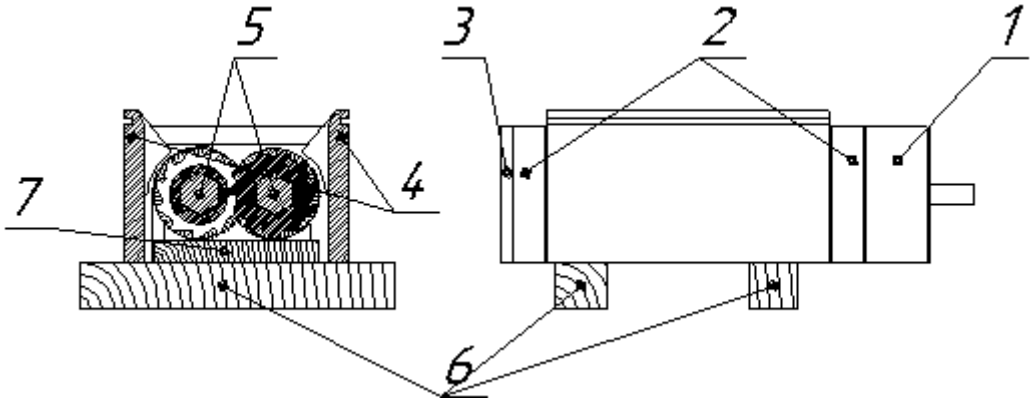

Рис. 3
5.2.8. Положите корпус измельчителя горизонтально, подложив при этом под боковые стенки корпуса деревянные бруски 6 и 7 (рис. 3). Брусок 7 сечение 30х30.
5.2.9. С помощью приспособлений снимите крышку верхнего подшипникового корпуса (1 рис. 3). Убедитесь в отсутствии в подкрышечном пространстве жидкости. Выкрутите пять винтов крепления крышки и корпуса масленки,
5.2.10. Открутите гайки крепления валов, предварительно выкрутив из них стопорные винты (отогнуть стопорное кольцо). Извлеките шпонки торцевых уплотнений валов. Открутите четыре винта крепления боковин (4 рис.3) корпуса измельчителя. ОККУРАТНО снимите верхний подшипниковый корпус (2 рис.3) не повредив кольца торцевых уплотнений. Снимите с валов измельчителя (5 рис.3) части торцевого уплотнения. То-же самое повторите с нижней крышкой (3 рис.3) и с нижним подшипниковым корпусом.